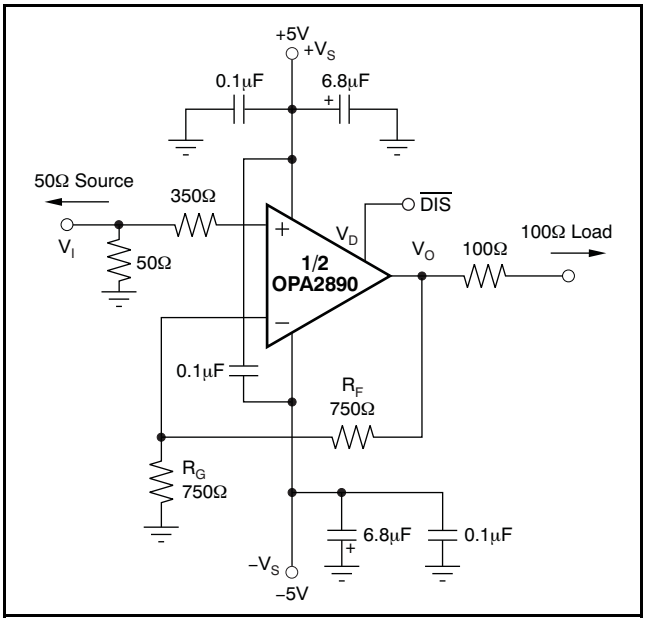
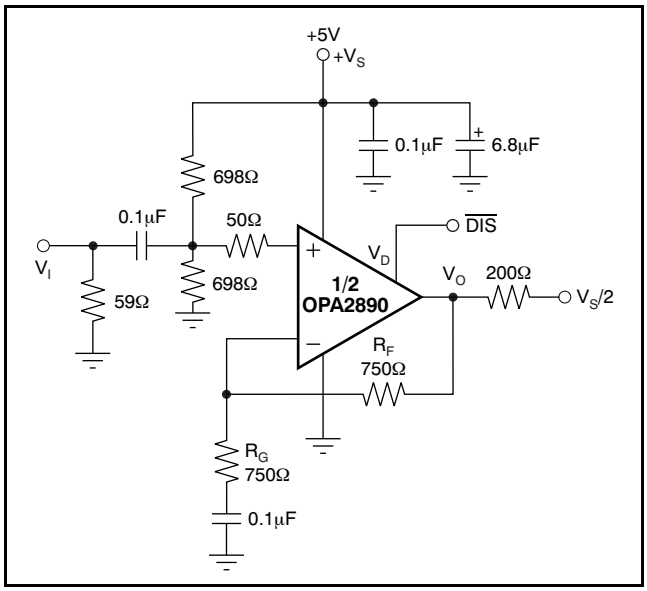
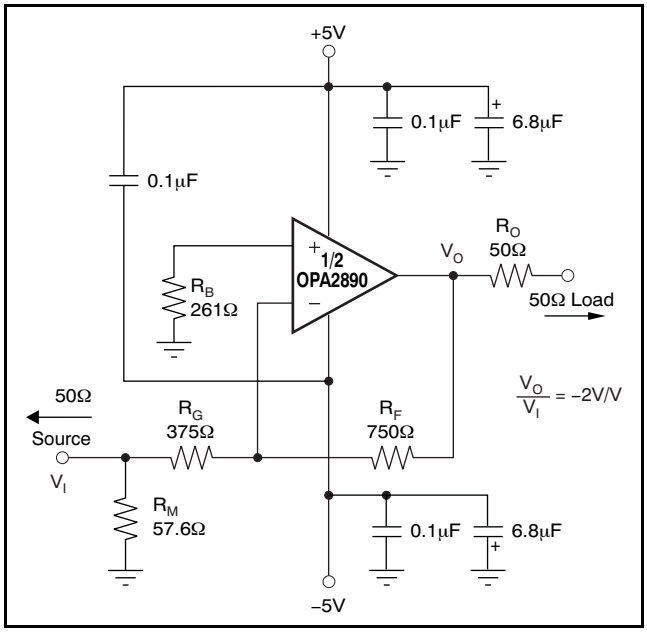

Figure 49. DC-Coupled, G = +2V/V, Bipolar Supply, Specification and Test Circuit
Figure 50. DC-Coupled, G = +2V/V, Single-Supply, Specification and Test Circuit
Figure 59. Gain of –2V/V Example Circuit
At T_A = +25°C, G = +2V/V, R_F = 750Ω, and R_L = 200Ω, unless otherwise noted. See Figure 49.
Figure 49 shows the DC-coupled, gain of +2V/V, dual power-supply circuit configuration used as the basis of the ±5V Electrical Characteristics and Typical Characteristics. This illustration is for one channel; the other channel is connected similarly. For test purposes, the input impedance is set to 50Ω with a resistor to ground and the output impedance is set to 200Ω. Voltage swings reported in the Electrical Characteristics are taken directly at the input and output pins, while output powers (dBm) are at the matched 50Ω load. For the circuit of Figure 49, the total effective load is 200Ω || 1.5kΩ. The disable control line (MSOP-10 package only) is typically left open for normal amplifier operation. Two optional components are included in Figure 49. First, an additional resistor (350Ω) is included in series with the noninverting input. Combined with the 25Ω dc source resistance looking back towards the signal generator, this resistor gives an input bias current cancelling resistance that matches the 750Ω source resistance seen at the inverting input (see the DC Accuracy and Offset Control section). In addition to the usual power-supply decoupling capacitors to ground, a 0.1μF capacitor is also included between the two power-supply pins. In practical printed circuit board (PCB) layouts, this optional capacitor typically improves the 2nd-harmonic distortion performance by 3dB to 6dB.
Figure 50 illustrates the ac-coupled, gain of +2V/V, single-supply circuit configuration used as the basis of the +5V Electrical Characteristics and Typical Characteristics. Though not a rail-to-rail design, the OPA2890 requires minimal input and output voltage headroom compared to other very wideband voltage-feedback op amps. It delivers a $3V_{PP}$ output swing on a single +5V supply with greater than 80MHz bandwidth. The key requirement of broadband single-supply operation is to maintain input and output signal swings within the usable voltage ranges at both the input and the output. The circuit of Figure 50 establishes an input midpoint bias using a simple resistive divider from the +5V supply (two 698Ω resistors). Separate bias networks would be required at each input. The input signal is then ac-coupled into the midpoint voltage bias. The input voltage can swing to within 1.5V of either supply pin, giving a $2V_{PP}$ input signal range centered between the supply pins. The input impedance matching resistor (59Ω) used for testing is adjusted to give a 50Ω input load when the parallel combination of the biasing divider network is included.
A good rule of thumb is to target the parallel combination of R_F and R_G (see Figure 49) to be less than approximately 400Ω. The combined impedance $R_F \parallel R_G$ interacts with the inverting input capacitance, placing an additional pole in the feedback network and thus, a zero in the forward response. Assuming a 2pF total parasitic on the inverting node, holding $R_F \parallel R_G < 400\Omega$ keeps this pole above 160MHz. By itself, this constraint implies that the feedback resistor R_F can increase to several kΩ at high gains. This increase in resistor size is acceptable as long as the pole formed by R_F and any parasitic capacitance appearing in parallel is kept out of the frequency range of interest.
Voltage-feedback op amps exhibit decreasing closed-loop bandwidth as the signal gain increases. In theory, this relationship is described by the Gain Bandwidth Product (GBP) shown in the Electrical Characteristics. Ideally, dividing GBP by the noninverting signal gain (also called the Noise Gain, or NG) predicts the closed-loop bandwidth. In practice, this principle only holds true when the phase margin approaches 90°, as it does in high gain configurations. At low gains (increased feedback factors), most amplifiers exhibit a more complex response with lower phase margin. The OPA2890 is compensated to give a slightly peaked response in a noninverting gain of 2V/V (see Figure 49). This compensation results in a typical gain of +2V/V bandwidth of 100MHz, far exceeding that predicted by dividing the 60MHz GBP by 2. Increasing the gain causes the phase margin to approach 90° and the bandwidth to more closely approach the predicted value of (GBP/NG). At a gain of +10V/V, the 12MHz bandwidth shown in the Electrical Characteristics agrees with that predicted using the simple formula and the typical GBP of 120MHz.
The frequency response in a gain of +2V/V may be modified to achieve exceptional flatness simply by increasing the noise gain to 2.5V/V. One way to modify the response without affecting the +2V/V signal gain, is to add an 1.5kΩ resistor across the two inputs, as illustrated in the circuit of Figure 49. A similar technique may be used to reduce peaking in unity-gain (voltage follower) applications. For example, by using a 750Ω feedback resistor along with a 750Ω resistor across the two op amp inputs, the voltage follower response is similar to the gain of +2V/V response of Figure 50. Reducing the value of the resistor across the op amp inputs further limits the frequency response due to increased noise gain.
The OPA2890 is a general-purpose, wideband, voltage-feedback op amp; therefore, all of the familiar op amp application circuits are available to the designer. Inverting operation is one of the more common requirements and offers several performance benefits. See Figure 59 for a typical inverting configuration where the I/O impedances and signal gain from Figure 49 are retained in an inverting circuit configuration.
The second major consideration, touched on in the previous paragraph, is that the signal source impedance becomes part of the noise gain equation and influences the bandwidth. For the example in Figure 59, the R_M value combined in parallel with the external 50Ω source impedance yields an effective driving impedance of 50Ω || 57.6Ω = 26.7Ω. This impedance is added in series with R_G for calculating the noise gain (NG). The resultant NG is 2.86V/V for Figure 59, as opposed to only 2V/V if R_M could be eliminated as discussed above. Therefore, the bandwidth is slightly lower for the gain of –2V/V circuit of Figure 59 than for the gain of +2V/V circuit of Figure 49.
signal reaches very high frequency or power levels, the 2nd harmonic dominates the distortion with a negligible 3rd harmonic component. Focusing then on the 2nd harmonic, increasing the load impedance improves distortion directly. Remember that the total load includes the feedback network; in the noninverting configuration (see Figure 49), this value is the sum of $R_F + R_G$, while in the inverting configuration it is only R_F. Also, providing an additional supply-decoupling capacitor (0.1µF) between the supply pins (for bipolar operation) improves the 2nd-order distortion slightly (3dB to 6dB). Operating differentially also lowers 2nd-harmonic distortion terms (see the plot on the front page).
Evaluating these two equations for the OPA2890 circuit and component values (see Figure 49) gives a total output spot noise voltage of 17.5nV/√Hz and a total equivalent input spot noise voltage of 8.7nV/√Hz. This result includes the noise added by the bias current cancellation resistor (350Ω) on the noninverting input. This total input-referred spot noise voltage is only slightly higher than the 8nV/√Hz specification for the op amp voltage noise alone. This result is the case as long as the impedances appearing at each op amp input are limited to the previously recommend maximum value of 400Ω. Keeping both (R_F || R_G) and the noninverting input source impedance less than 400Ω satisfies both noise and frequency response flatness considerations. Because the resistor-induced noise is relatively negligible, additional capacitive decoupling across the bias current cancellation resistor (R_B) for the inverting op amp configuration of Figure 59 is not required.